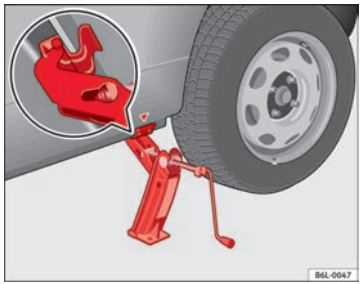

Fig. 141 Colocación del gato
– Posicione el gato de modo que su garra envuelva el nervio del larguero inferior y que la placa base móvil se apoye plana sobre el suelo ⇒ fig. 141.